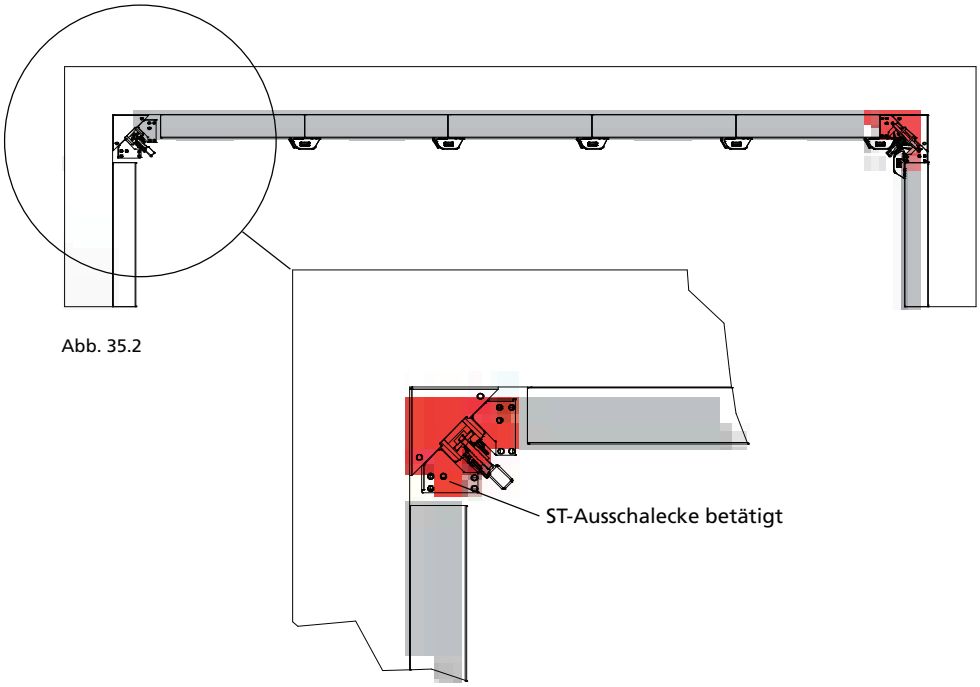

Abb. 35.2
2. ST-Auschalecke betätigen (Abb. 35.2 und Seite AS/ST-32 bis -34).